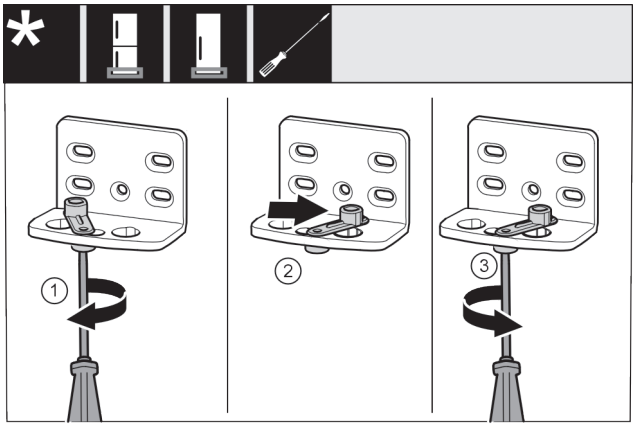

Fig. 15
- ▶ Schroef *Fig. 15 (1)* met een schroevendraaier losdraaien.
- ▶ Deursluithulp *Fig. 15 (2)* optillen en 90° naar rechts in de boring draaien.
- ▶ Schroef *Fig. 15 (3)* met een schroevendraaier vastschroeven.